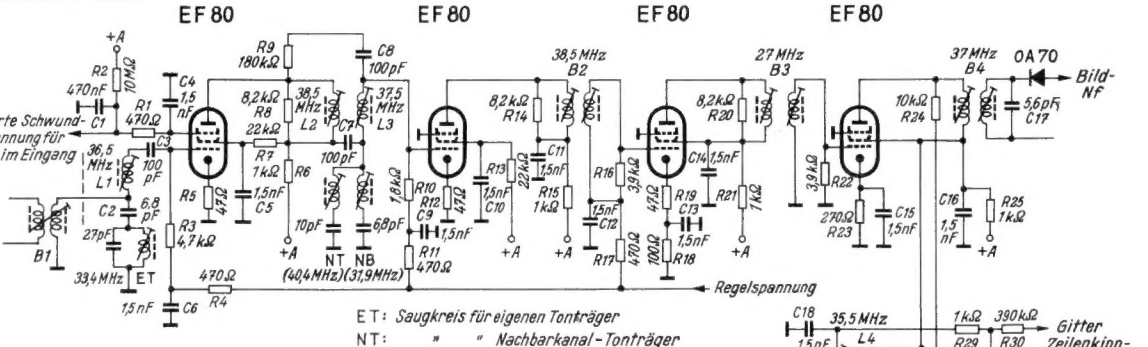

Bild 2. Zwischenfrequenzverstärker mit Triode für die Störaustastung (Bandfilter B 1 links der gestrichelten Linie ist im Kanalschalter untergebracht)
[2]) Die Schaltung gem. Bild 2 darf nicht zur Annahme verleiten, daß die beiden Spulen der Saugkreise NT und NB miteinander gekoppelt sind. Das ist selbstverständlich nicht der Fall.
Störunterdrückung: Im Gerät Leonardo ist für die Unterdrückung von Störungen aller Art keine Störaustastung mit der Röhre EH 90 vorgesehen. Vielmehr wird dem Anodenkreis der vierten Zf-Röhre eine Teilspannung der Zwischenfrequenz entnommen und selektiv über C 19/L 4/L 5 (Bild 2) der Triode PC(F) 80 zugeführt. Die Störimpulse erfahren eine Gleichrichtung, und die resultierenden Gleichspannungsimpulse sperren jeweils das Amplitudensieb, die Heptode E(C)H 81, so daß Störspitzen keinerlei Einfluß auf die Ablenkgeräte ausüben können. Man gibt aber auf das Gitter der Triode nicht die gesamte Zwischenfrequenz, sondern nur ein Band von 2 MHz Breite mit 35,5 MHz als Mittelfrequenz, so daß die abgegriffene Zf-Spannung weit genug vom